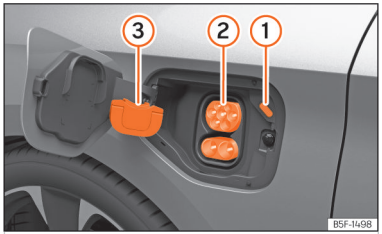

Abb. 60 Hinter der Batterieladeklappe hinten rechts: Ladedose.
- Entfernen Sie die Schutzkappe und hängen Sie diese in den Haken. ››› (Abb. 60) ③
- Stecken Sie den Ladestecker der Ladestation in die Ladedose. ››› (Abb. 60) ②
Die LED (Ladevorgangsanzeige) an der Ladedose blinkt oder blitzt weiß. ››› (Abb. 60) ① ››› S. 89
Die Ladevorgangsanzeige an der Ladedose blinkt grün ››› (Abb. 60) ①.
- Tippen Sie auf dem Bildschirm des Infotainment-Systems auf die Funktionsfläche **Laden stoppen**. Die neben der Ladedose befindliche Ladevorgangsanzeige leuchtet weiß auf ››› (Abb. 60) ①. Der Ladestecker ist entriegelt.
- Setzen Sie die Schutzkappe auf den unteren Anschluss der Ladedose. ››› (Abb. 60)③